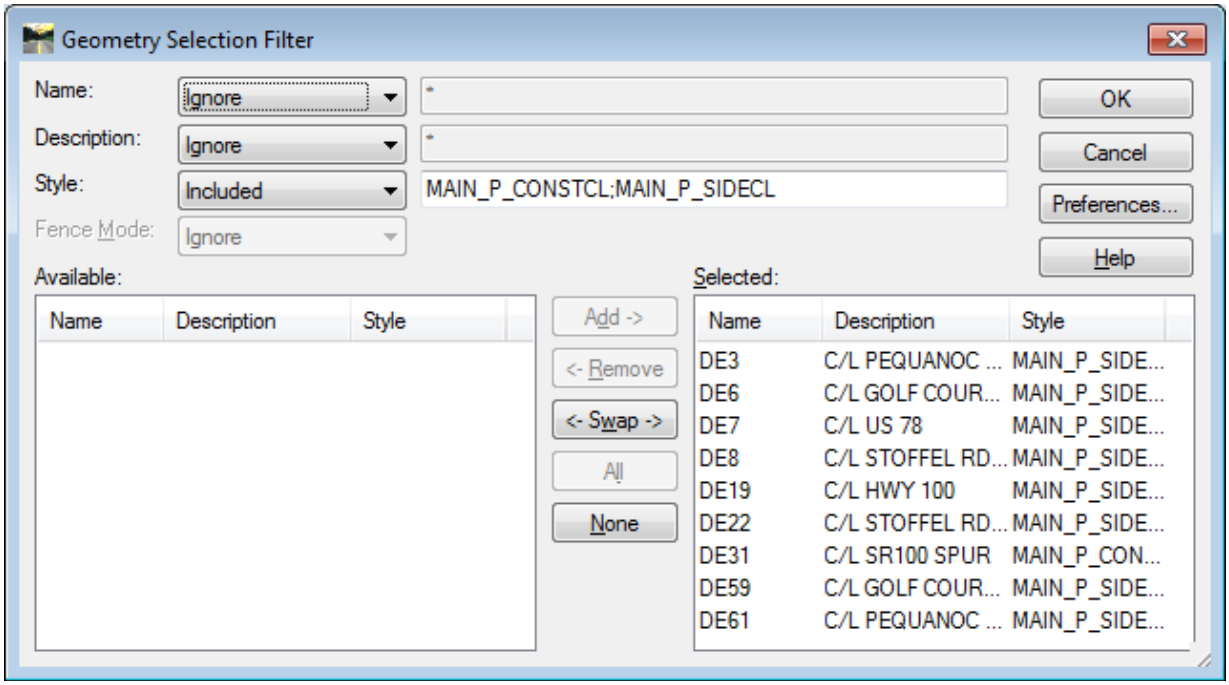

Figure L14-4 Geometry Selection Filter
12.	**Move all the Filtered Alignments from the 'Available:' field to the 'Selected:' field.** • In the **Geometry Selection Filter** dialog, click the **All** button. This moves all the alignments visible in the *Available:* field to the *Selected:* field as shown in *Figure L14-4*.